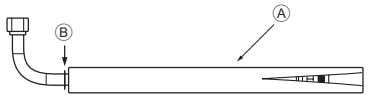
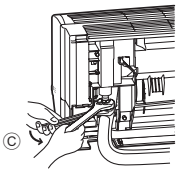

Rys. 3-8
Rys. 3-9
3. Wykonać szybkie połączenie z otworem połączenia kielichowego jednostki wewnętrznej od strony, po której zostanie usunięta złączka w kształcie litery L ④.
4. Dokręcić nakrętkę kielichową za pomocą dwustronnego klucza płaskiego. (Rys. 3-9).
1. Przeciąć złączkę w kształcie litery L ④ w miejscu wskazanym na (Rys. 3-8).
2. Założyć zdjętą wcześniej nakrętkę kielichową na prosty odcinek złączki w kształcie litery L ④, a następnie wykonać kielichowanie na końcu rury.
5. Szybko podłączyć złączkę w kształcie litery L ④, która została obrobiona zgodnie z opisem w części 2) do otworu połączenia kielichowego jednostki wewnętrznej.
6. Dokręcić nakrętkę kielichową za pomocą dwustronnego klucza płaskiego. (Rys. 3-9).